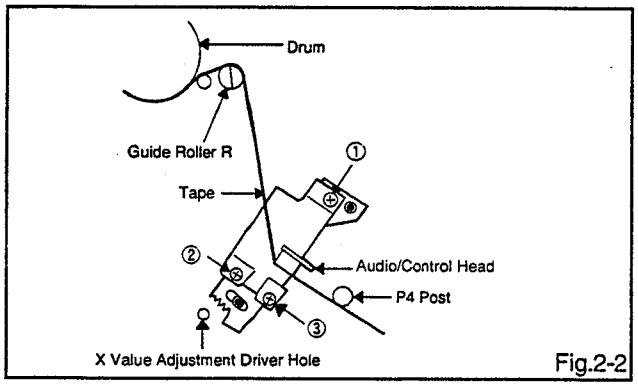
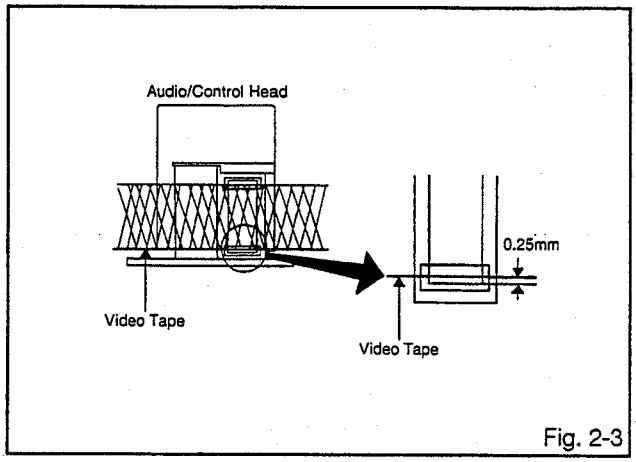

Fig.2-2
Fig. 2-3
2. Confirm that there is no crease on the tape between the P4 post and guide roller (R) and the tape is running smoothly. (It is absolutely impossible to get satisfactory sound if the tape is distorted between the A/C head and P4 post.)
3. If the tape still does not run smoothly, turn the screw ① and adjust the tilt of the A/C head. **(Refer to Fig. 2-2)**
2. Turn the screw ② slowly to change the azimuth of the A/C head. Adjust the height so that the audio output becomes maximum. **(Refer to Fig. 2-2)**
3. Adjust the screw ③, **(Refer to Fig. 2-2)** until the height of the A/C head reaches the position against the tape as shown in **Fig. 2-3.**
4. When the control head height is not fit. (When you must turn the screw more than 45 degrees), Turn all of the screws ①, ② and ③ to the same degrees. Then confirm the angle of the audio/control head and adjust again.